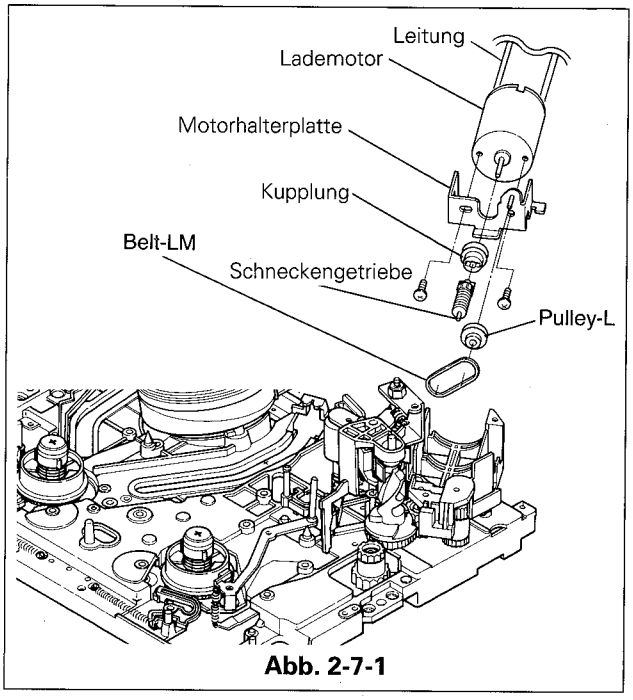

Abb. 2-7-1
2-7-1 Ausbau(siehe Abb. 2-7-1,2-7-2)
E. Beim Typ-B den Rie men LM vom Lademotor und Zwischenrad entfernen. Siehe Abb. 2-7-1.
2-7-2 Einbau(siehe Abb. 2-7-1~2-7-3)